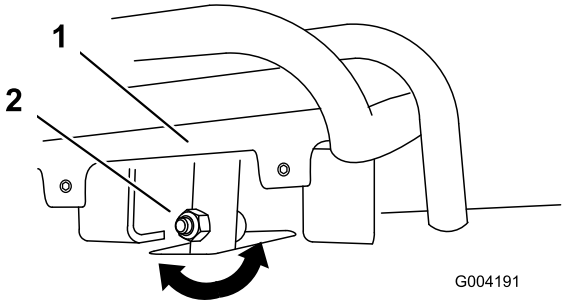
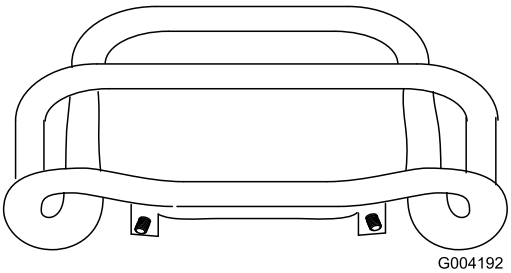

Figur 52
Figur 53
4. Om drivreglagets främre del inte ligger tätt intill och i rät vinkel mot referensstaven lossar du flänsmuttern och bulten på drivreglagets skaft (Figur 52).
5. Justera drivreglaget så att det ligger tätt intill mot referensstaven när det dras rakt bakåt (Figur 52 och Figur 53).